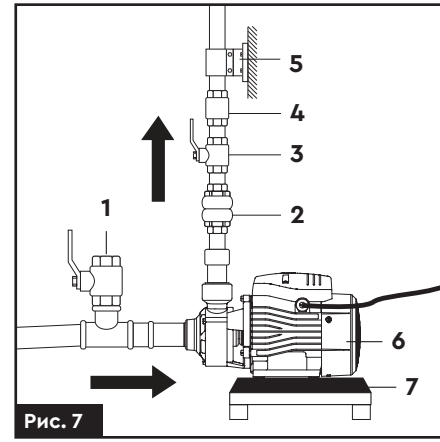

Рис. 7
4. Для полегшення проведення робіт з технічного обслуговування насоса, рекомендується на напірному трубопроводі встановити кульовий кран **(3) (рис. 7)**, а також зворотний клапан **(4) (рис. 7)** між краном і напірним патрубком насоса.
5. У разі стаціонарного використання насоса, рекомендується закріпити його на опорній поверхні з використанням гумових прокладок **(7) (рис. 7)** або інших антивібраційних матеріалів.
6. Для зниження вібраційного шуму, з'єднання з жорсткими трубопроводами треба здійснювати за допомогою компенсаторів **(2) (рис. 7)** або гнучких труб.
7. Для зниження шуму рекомендується встановити на напірному трубопроводі опору **(5) (рис. 7)**.